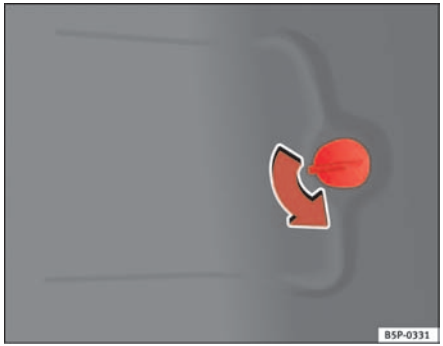

Fig. 186 Lights on vehicle body
– Open the cover of the luggage compartment lateral panel ⇒ fig. 186.